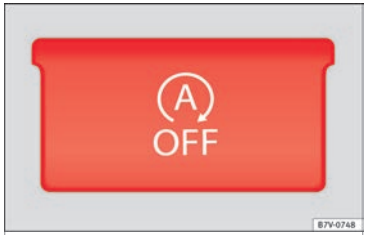

Fig. 206 Detailed view of the centre console: Start-Stop function button
- Press the A OFF button on the centre console ››› Fig. 206.